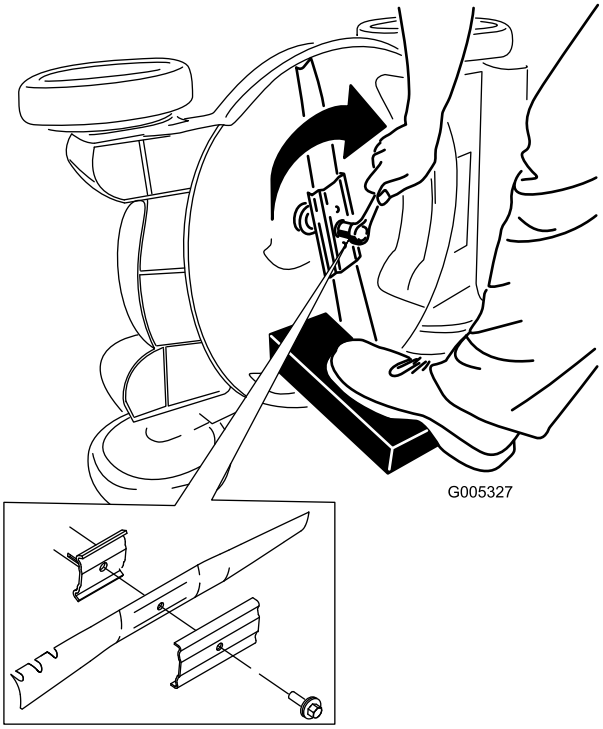

Bild 26
5. Setzen Sie das neue Messer und alle Schrauben auf (Bild 26).